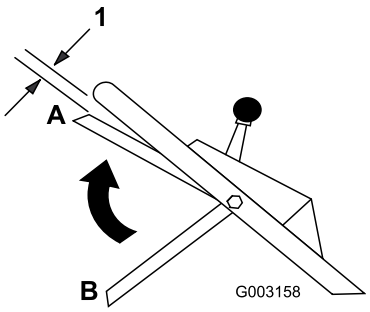

Figur 18
9. Lyft upp knivstyrstången till ca 2,5 cm under handtaget, se läge A i Figur 18.